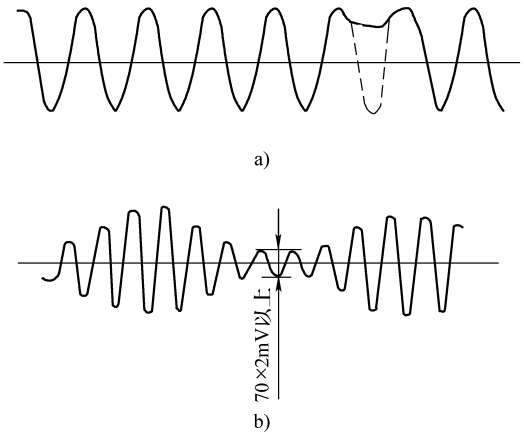

图 3-30　两种磁脉冲式曲轴位置传感器的故障波形
⑬ 图 3-30 所示为两种磁脉冲式曲轴位置传感器的故障波形。图 3-30a 所示故障波形为齿槽中有异物，如脏物等。图 3-30b 所示故障波形是传感器触发轮安装不当造成的。